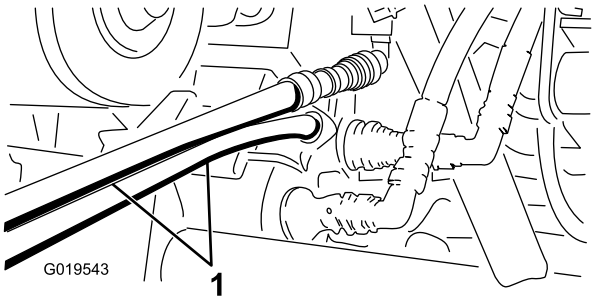

Figur 77
5. På den andre maskinen kobler du de to slangene til koblingen som fremdeles er i koblingsbraketten (koble den øverste slangen til den øverste koblingen og den nederste slangen til den nederste koblingen) (Figur 77).